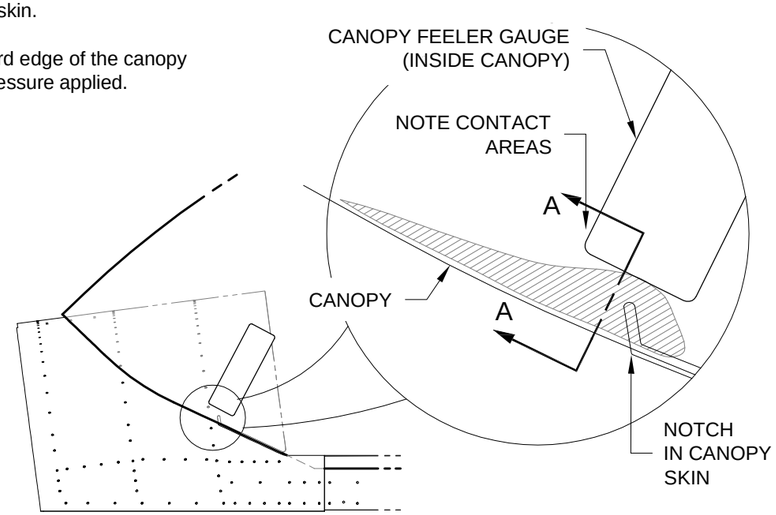
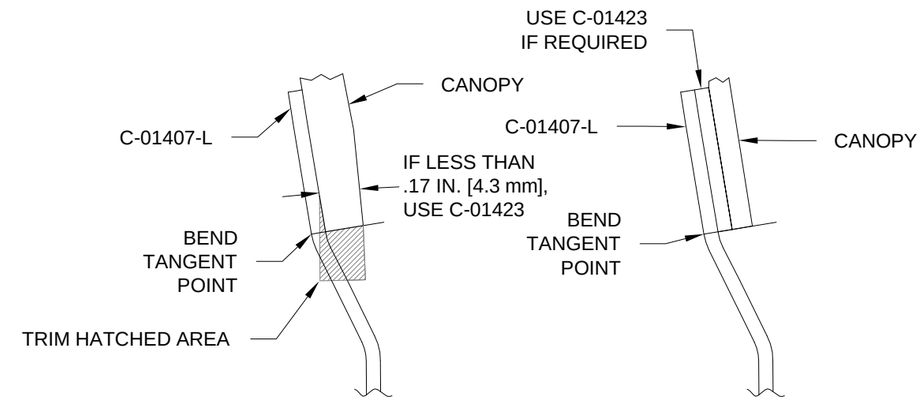

FIGURE 2: CANOPY CONTACT AREAS
FIGURE 3: CANOPY TO AFT SIDE RAIL INTERFACE
Step 2: Use the feeler gauge to probe around the inside of the canopy near the notch in the C-01418 Canopy Skin. See Figure 2. Note the contact areas where the feeler gauge is in contact with both the canopy and canopy skin as shown in Section A-A. Have a helper mark the contact areas on the outside of the canopy.
Step 6: The sides of the canopy may be in contact with the C-01407-L & -R Aft Canopy Rails below the bend tangent point called out in Figure 3. Contact below this point will undesirably lift the sides of the canopy away from the rail. Trim the bottom edge of the canopy along the aft canopy rails as shown in Figure 3.
Step 7: Measure the thickness of the canopy along the length of the C-01407-L Aft Canopy Rails. If the thickness of the canopy is less than shown in Figure 3, the C-01423 Canopy Shims will be required.
Step 8: Secure the canopy by clecoing the C-01419-L & -R Side Skin, C-01423 Canopy Shims (if required), and C-01437-L & -R Canopy Handles to the Canopy Frame Assembly. See Figure 3 and Page 38-13, Figure 2.